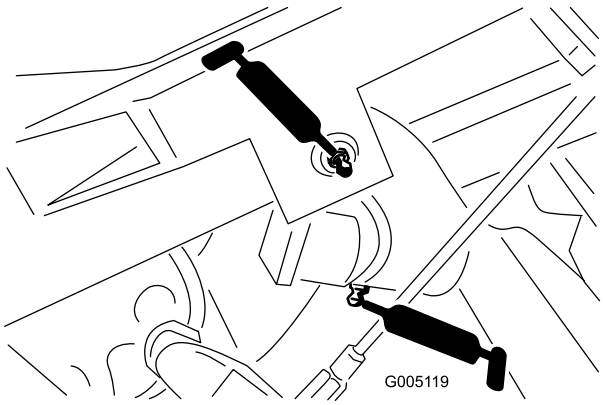

Figur 27
- Løftearms drejetap (3) og drejehængsel (3) (Figur 27)